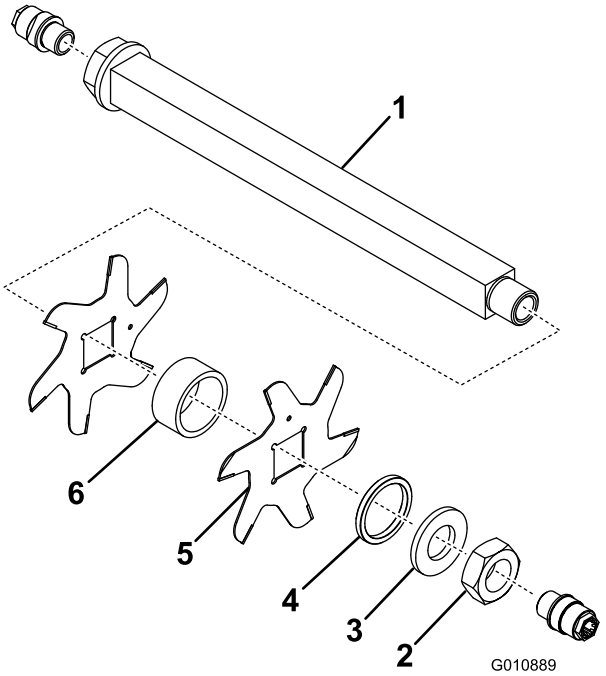

图11
3. 依次取下小隔片、垫圈、刀片以及大隔片。 清洁该方形轴，然后涂抹上一薄层润滑脂进行润滑，使组装更加容易 （图11）。